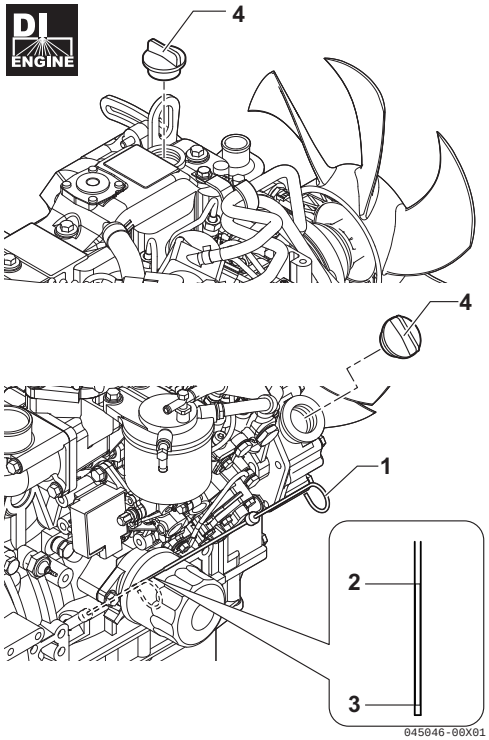

Figure 4
2. Remove dipstick **(Figure 4, (1))** and wipe with clean cloth.
4. Remove dipstick. The oil level should be between upper **(Figure 4, (2))** and lower **(Figure 4, (3))** lines on the dipstick.
2. Remove oil cap **(Figure 4, (4))**.
3. Add indicated amount of engine oil at the top or side engine oil filler port **(Figure 4, (5))**.
6. Reinstall oil cap **(Figure 4, (4))** and hand-tighten. Over-tightening may damage the cap.